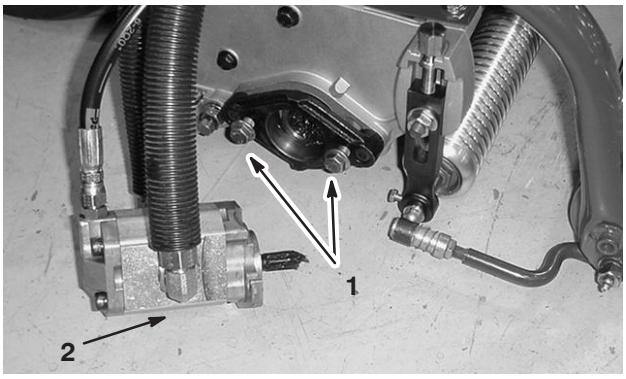

Figur 13
10. Täck den räfflade delen på motorns axel med rent fett, och installera motorn genom att rotera den medsols så att motorflänsarna går fria från bultarna. Rotera motorn moturs tills flänsarna omringar bultarna. Dra åt huvudskruvarna (figur 13).